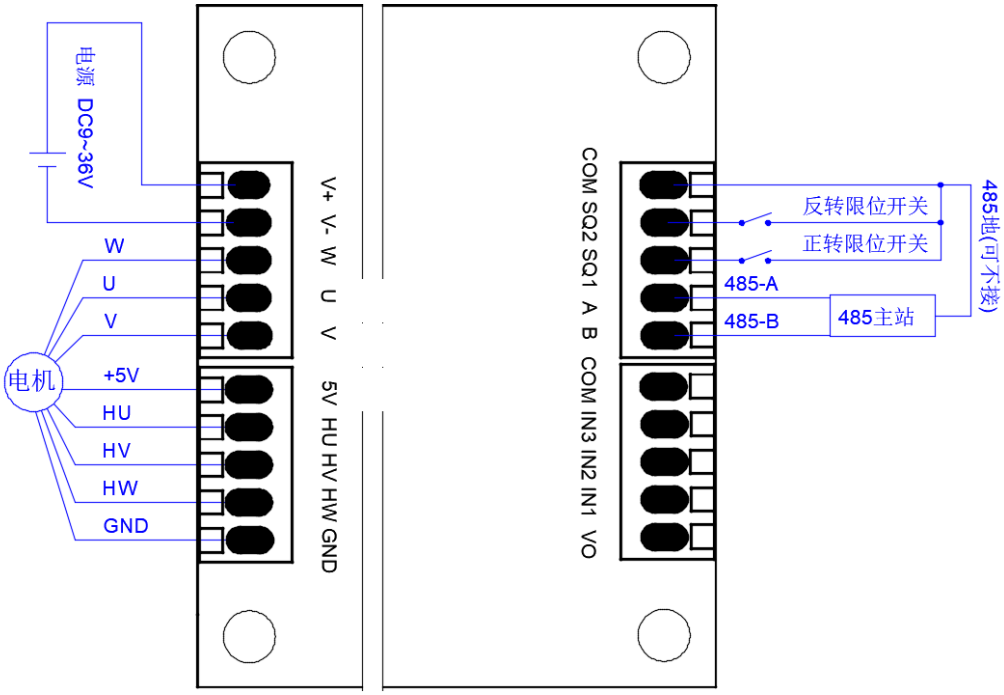

图 4.2 电机行程学习接线图
① 关闭电源，连接电源线。
② 电机与控制器接线，且控制器已完成电机的相序学习。
③ 两个限位开关接线：将终点位置限位开关接在控制器 SQ1 与 COM 间,控制电机正转方向限位；将起点限位开关接在控制器 SQ2 与 COM 间，控制电机反转方向限位。电机行程学习接线如图 4.2 所示。
④ 如果采用堵停方式限位时，则不需要接限位开关，但必须在高级参数中的位置控制参数设置复位模式为正转堵停复位或者反转堵停复位，且设置好合适的复位扭矩。